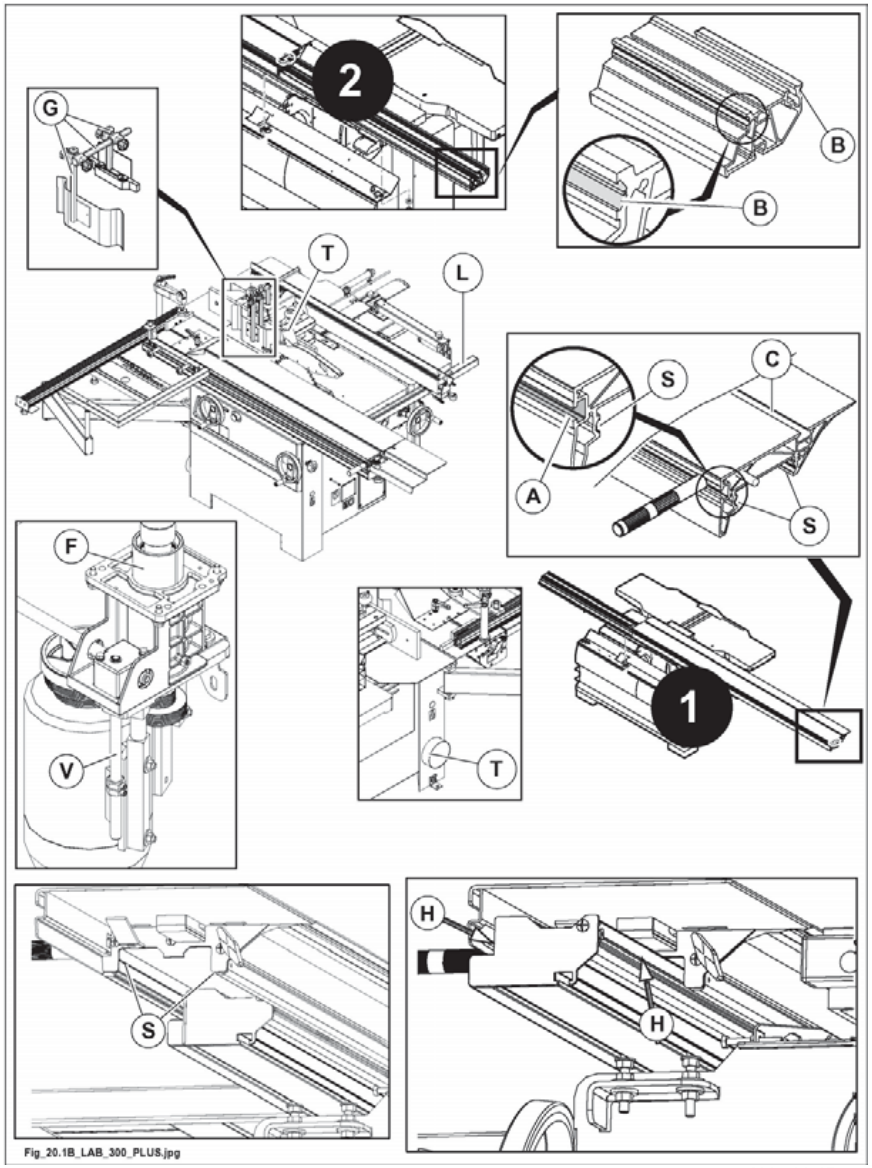

Abb. 20.1B
- Absaughauben (T Abb. 20.1B) durch Prüfen, dass keine Verstopfungen bestehen.
- Bei Schiebetisch in Position 1 (ganz an Aufgabeseite) Abb. 20.1B, dann in Position 2 (ganz an Ausgabeseite) seine unteren Gleitschienen und insbesondern die von Pfeilen angezeigten Stellen (H Abb. 20.1B) für eine 15 cm Tiefe.
- Stange (L Abb. 20.1B) des Anschlages für Parallelschnitte.
- Gleitschienen (S Abb. 20.1B) des Schiebetisches und Führungen (B Abb. 20.1B) der Schiene.
- Gleitnute (C Abb. 20.1B): zu diesem Zweck einen mit nicht gefährlichem Lösungsmittel getränkten Pinsel verwenden.
- Gleitstange der Welle (F Abb. 20.1B).
- Gleitstäbe (G Abb. 20.1B) der Druckschuheinheit.
- Die Schraube (V Abb. 20.1B) zum Heben des Fräsfutters.
- die Gleitschiene des Schiebetisches (S Abb. 20.1B) und der Schiene (B Abb. 20.1B).